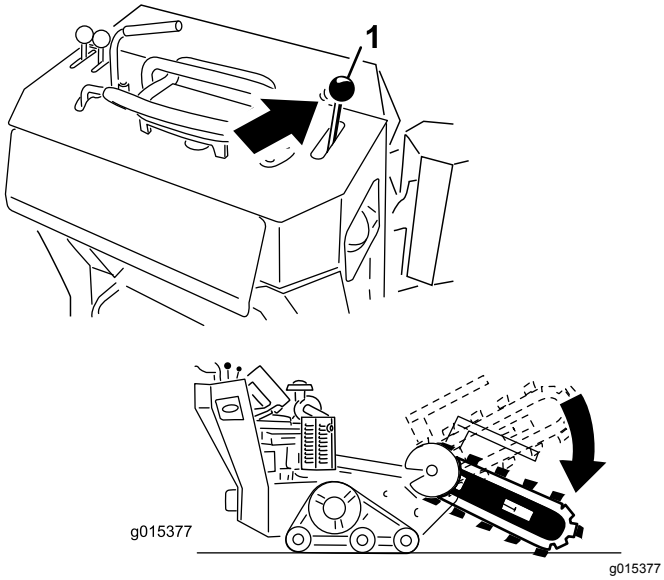

**Figuur 20**
2. Laat de graafarm zakken (Figuur 20).